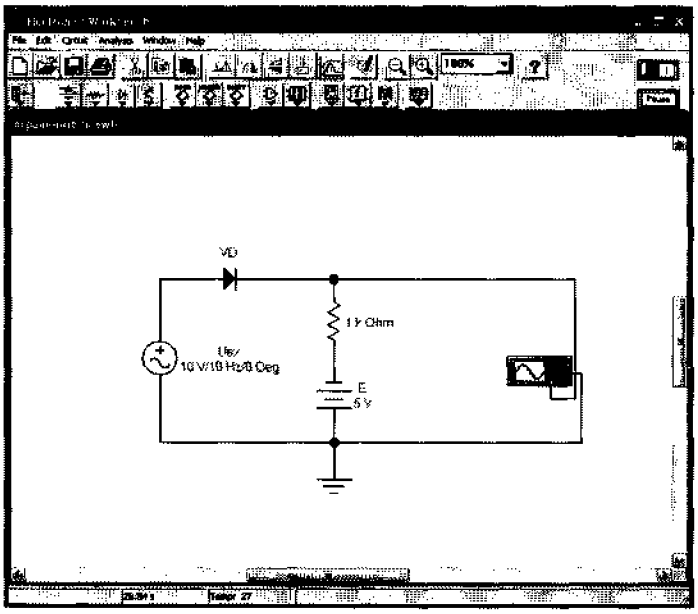

Рис. 42. Схема для исследования последовательного амплитудного ограничителя с ненулевым порогом ограничения снизу
2.1. Соберите схему для исследования последовательного амплитудного ограничителя с ненулевым порогом ограничения снизу (рис. 42).